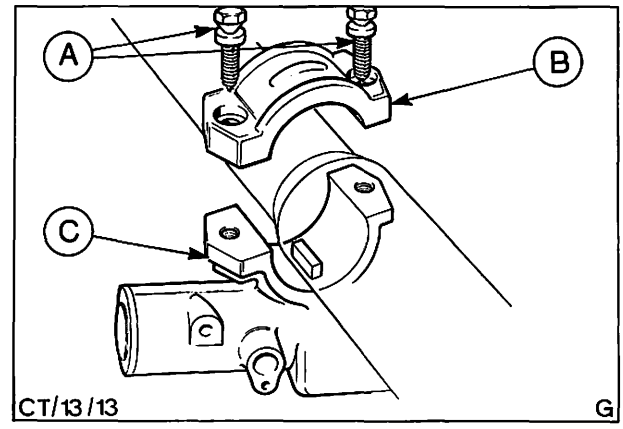

Abb. 81 A = Befestigungsschrauben (Abscherbolzen)
23. Lenk-Zünd-Startschloß auf Mantelrohr aufsetzen. Darauf achten, daß der Führungsstift in der Bohrung des Mantelrohrs sitzt, siehe Abb. 81.